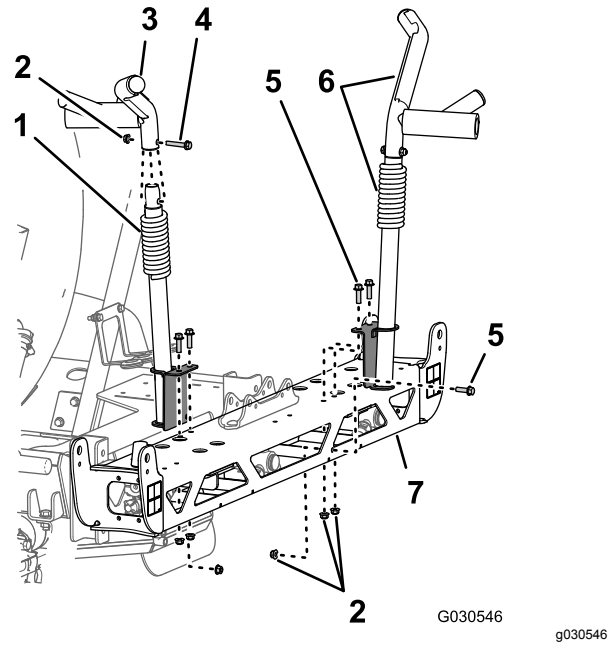

Figur 77
1. På venstre bomunderstell fjerner du flenshodebolten (3/8 x 2 tommer) og flenslåsemutteren (3/8 tomme) som fester venstre øvre understellsenheten til den nedre understellsenheten (Figur 77).
2. Fjern de tre flenshodeboltene (3/8 x 2 tommer) og de tre flenslåsemutterne (3/8 tomme) som fester venstre nedre bomunderstell til rammen på den midtre bomseksjonen og fjern understellet (Figur 77).
3. På høyre understell fjerner du den horisontale og de to vertikale flenshodeboltene (3/8 x 1-1/4 tomme) og de tre flenslåsemutterne (3/8 tomme) som fester høyre bomunderstell til rammen på den midtre bomseksjonen (Figur 77).